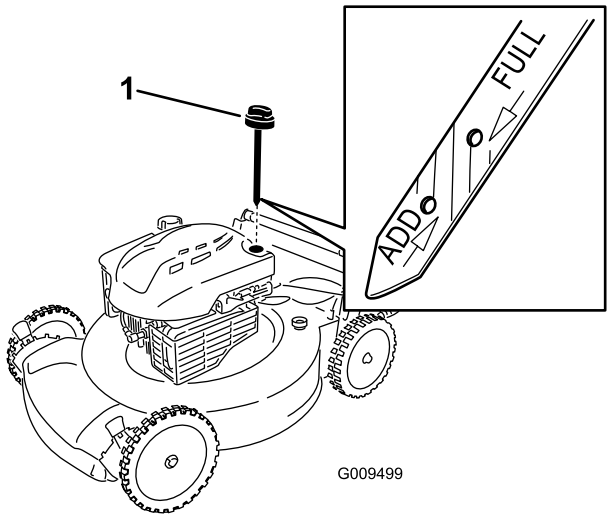

**Figuur 21**
6. Neem de peilstok uit de vulbuis (Figuur 21).